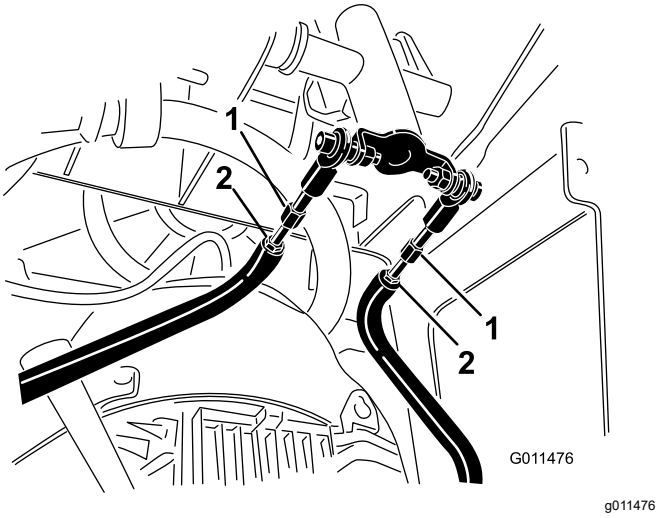

Figur 55
D. Lossa kontramuttrarna på drivstängerna, under reglagepanelen (Figur 55).